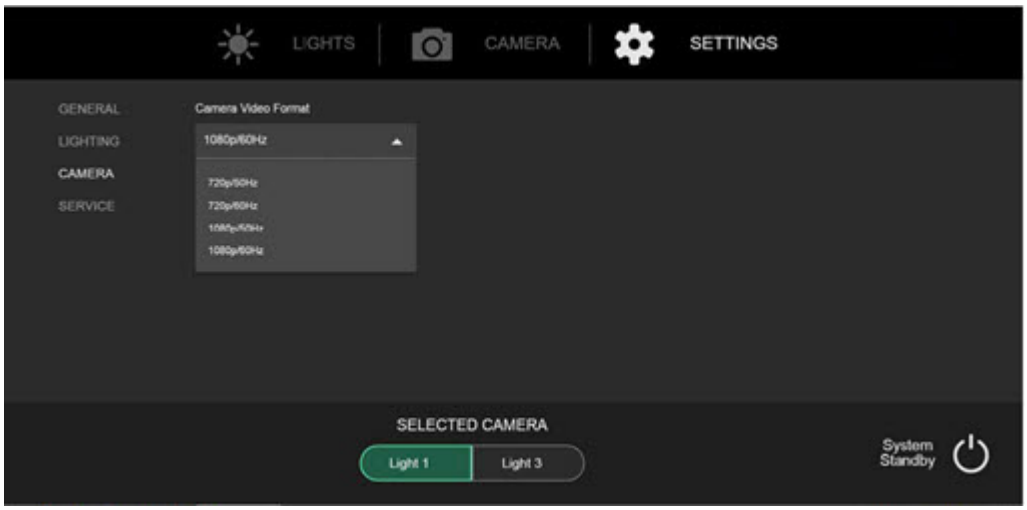

Figure 6-44. Camera Video Format
1. Press Settings button on IWC. See *Figure 6-44*.
A-Series HD camera compatible video formats shown in *Figure 6-44*. A-Series 4K camera compatible video formats are 1080p/50Hz, 1080p/60Hz, 2160p/25Hz, and 2160p/30Hz.